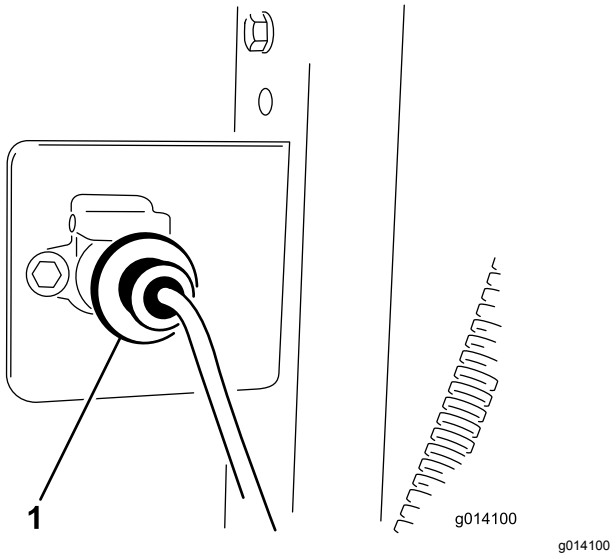

Figuur 10
3. Bevestig de kabelboomhouder met 2 bouten en moeren aan de beugel (Figuur 10).
5. Sluit de kabelboom van de basiseenheid aan op de kabelboom van het trekvoertuig (Figuur 10). De aansluiting bevindt zich bij de hydraulische slang die is aangesloten op het trekvoertuig.